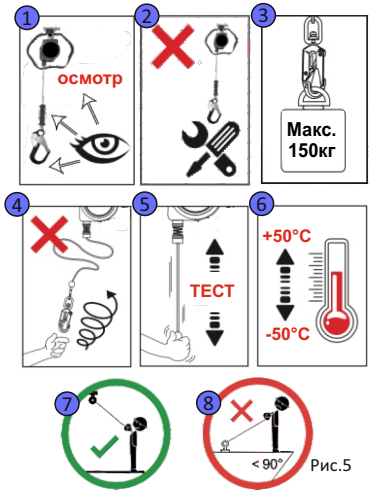

Рис.5
6. ОПИСАНИЕ ОБОЗНАЧЕНИЯ ПИКТОГРАММ, НАНОСИМЫХ НА ИЗДЕЛИЕ (рис.5)